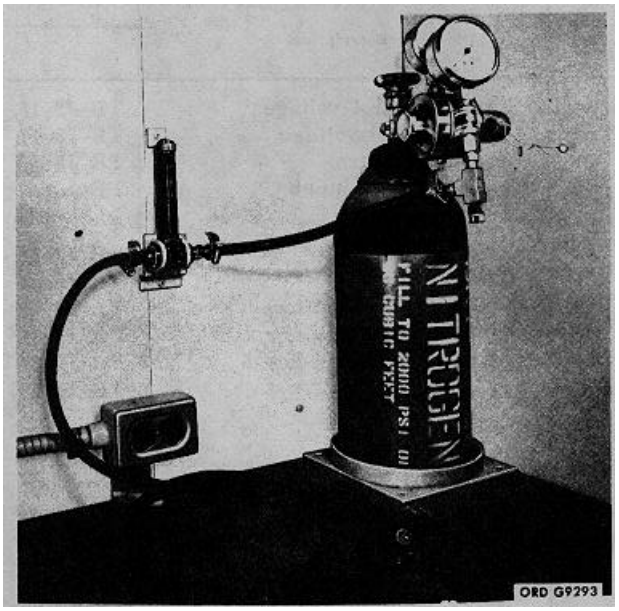

Figure 35. DX-43 nitrogen purge system.
c. Assemble the purging equipment as shown in figures 35 and 36, but do not connect it to the optical head yet.